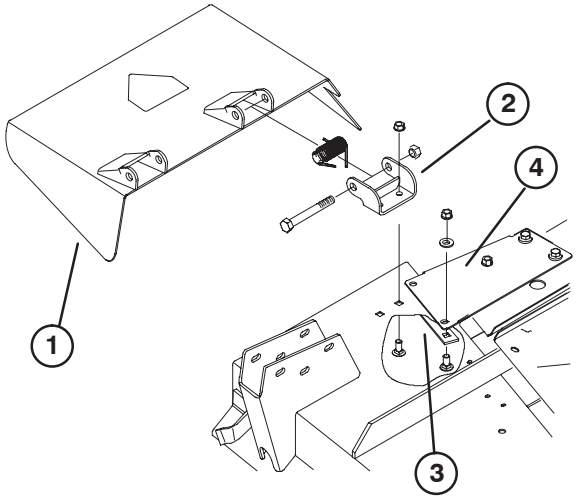

Figure 7
1. Remove capscrews, locknuts and springs securing deflector mounts to pivot brackets (Fig. 7). Remove deflector.
2. Remove carriage bolts and flange nuts securing pivot brackets to housing (Fig. 7). Remove pivot brackets. Retain fasteners for future use.
3. Remove (2) carriage bolts, flat washers and locknuts securing reinforcement plate to under side of housing and stiffener plate to top of housing (Fig. 7).